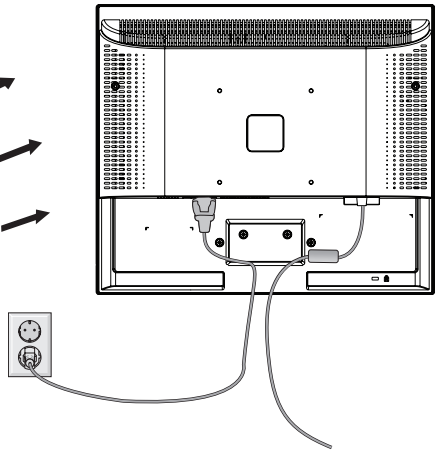

**Figura R.3**
4. Conecte el cable de CA a la parte posterior del monitor (**figura R.3**).